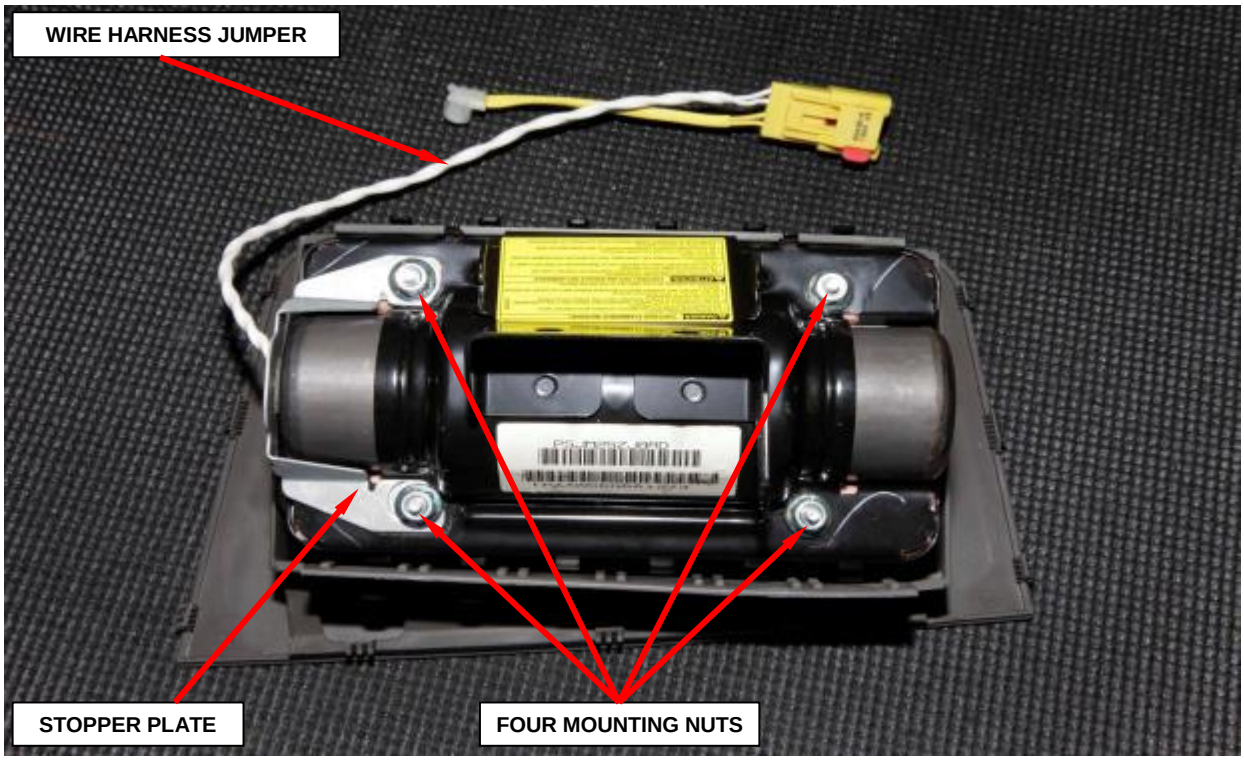

Figure 59 – Mounting Nuts and Stopper Plate
e. Remove and discard the four mounting nuts and stopper plate from the housing (Figure 59).
h. Install the stopper plate to the passenger airbag module (Figure 59).
i. Install the four new mounting nuts to the passenger airbag module and tighten to 53 in. lbs. (6 N·m) (Figure 59).